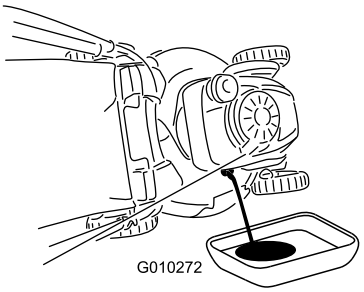

**Figur 41**
7. Tip maskinen over på siden med oliepåfyldningsrøret nedad, så den brugte olie kan løbe ud gennem oliepåfyldningsrøret ned i olieaftapningsbakken (Figur 41).